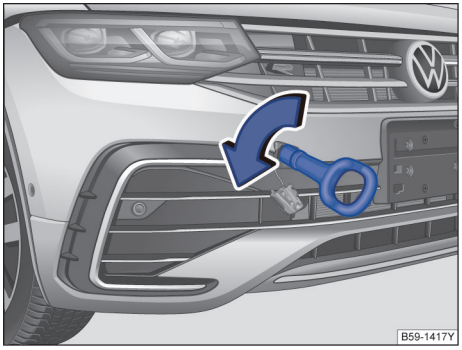

图 219 在保险杠的右前部：安装牵引环
– 将牵引环朝箭头方向拧入螺纹孔内，直到限位位置→图 219。